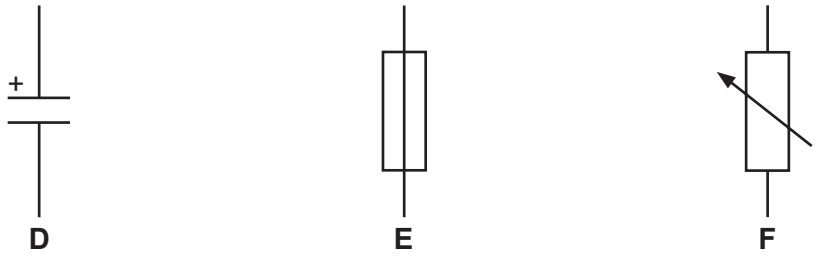

**Fig. 9.1**
**9** Fig. 9.1 shows three symbols used in electronic circuits.